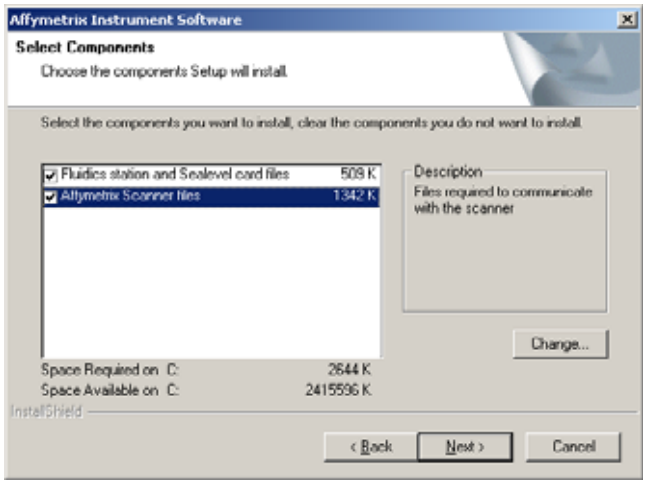

Figure C.3
⇒ The Select Components window appears **(Figure C.3)**.
9. Select both the **Affymetrix Scanner Files** option and the **Fluidics Station Files** option **(Figure C.3)**. Highlight the **Affymetrix Scanner Files** option and click **Change...** to select the type of scanner.